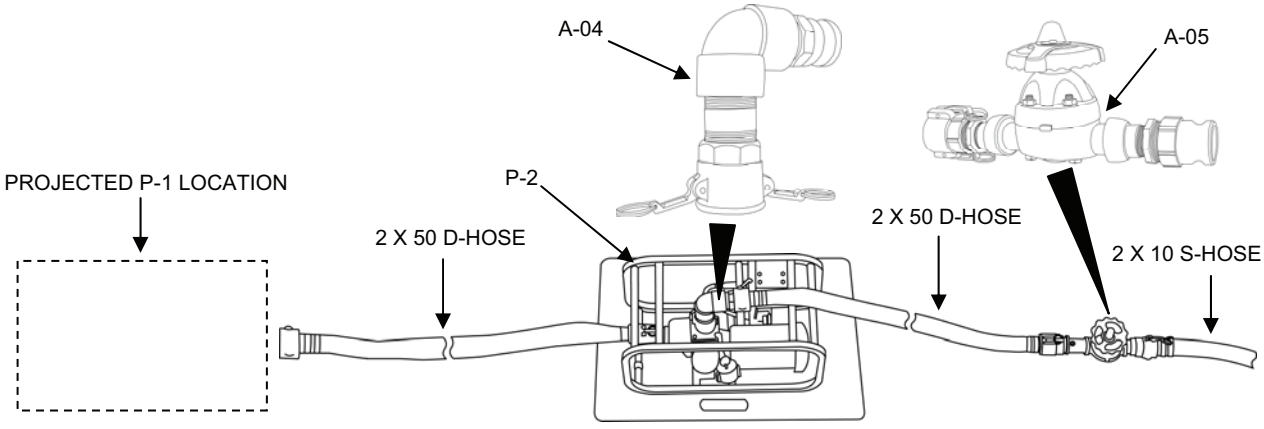

Figure 12. P-1 Pump to P-2 Pump Configuration Deployment.
1. Position the raw water pumps as follows (Figure 12):